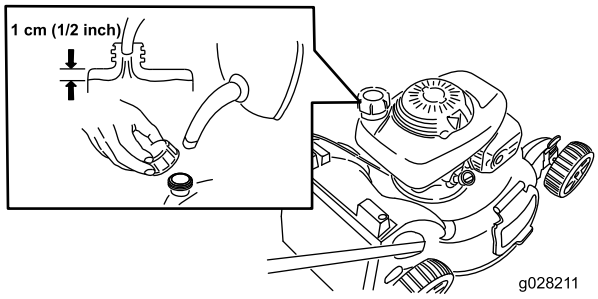

Figur 15
1. Rengör omkring tanklocket och avlägsna locket från tanken (Figur 15).